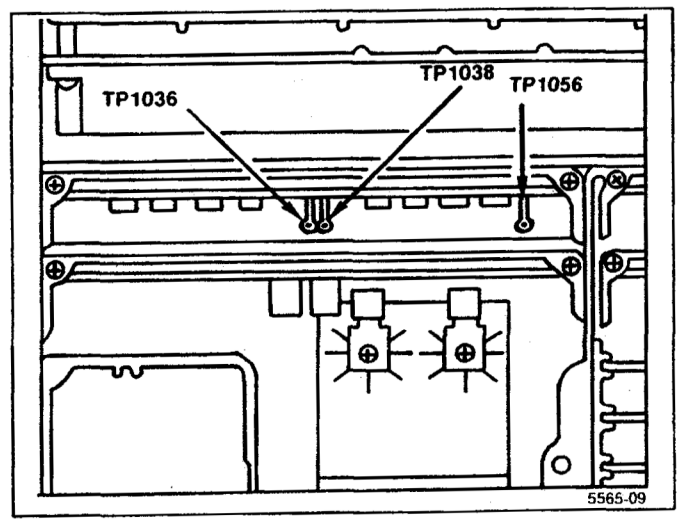

Figure 5-5. Test points on the CRT Readout board.
i. Disconnect the voltmeter, set TIME/DIV to AUTO, change the test oscilloscope to Ext Trigger, and apply the signal at TP1038 on the Crt Readout board (Figure 5-5) to the test oscilloscope Ext Trigger input. Set the test oscilloscope Time/Div to 2 μs.